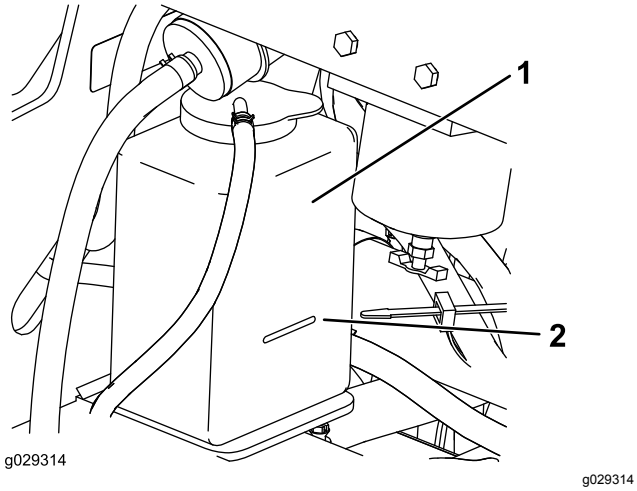

**Figuur 68**
3. Controleer het koelvloeistofpeil in de expansietank (Figuur 68).